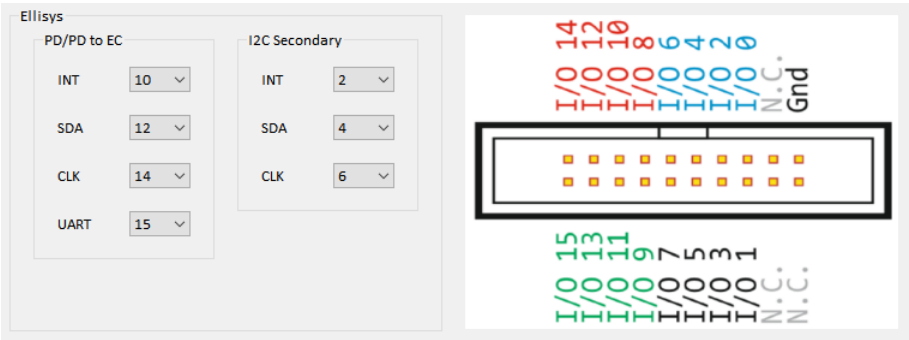

Figure 10 Ellisys mode
2. **Generic**: this section describes common trace pins need in WCS PC host application. This section will be switched to Ellisys mode while work in "Ellisys C-Tracker" mode (Figure 10):